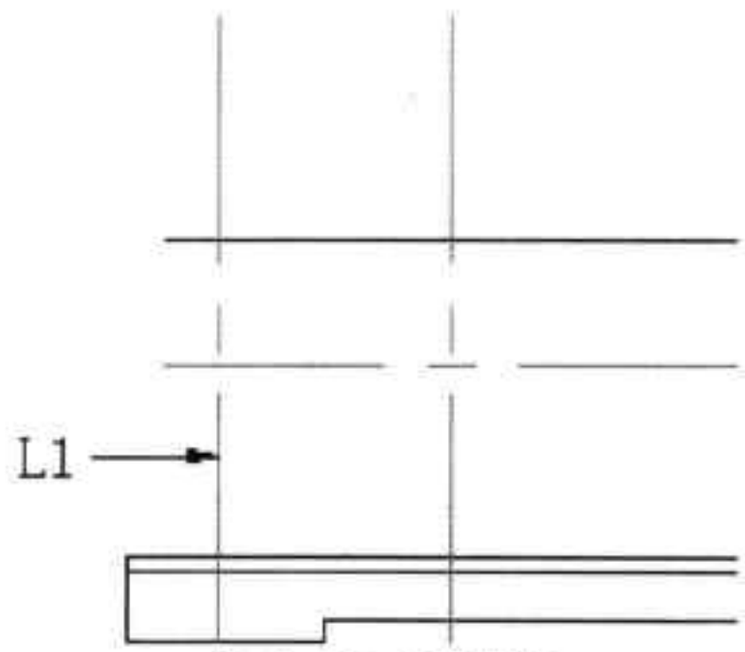

图21-63 修剪线段
Step 22 执行“修剪”命令，继续进行线段的修剪操作，如图 21-63 所示。